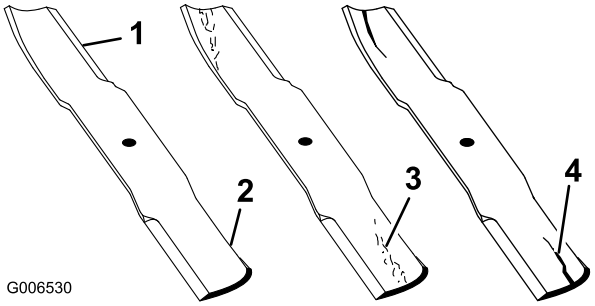

Figur 90
1. Efterse skærekanterne (Figur 90). Hvis kanterne ikke er skarpe, eller hvis de har hakker, skal skæreknivene afmonteres og slibes. Se afsnittet Slibning af skæreknivene.
2. Efterse knivene, især det buede område (Figur 90). Hvis kniven er beskadiget eller slidt, eller hvis der er
antydning af en revne i dette område (Figur 90), skal du straks montere en ny kniv.